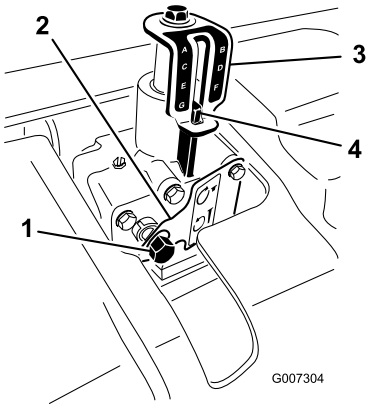

Figur 21
3. Sätt i en 9/16 tum hylsnyckel med spärrhake i djupjusterarens ingångsaxel (Figur 21).
5. Vrid djupjusteraren medurs så att luftningsdjupet minskas eller moturs så att det ökar. (Figur 21).
6. Vrid djupjusterarens ingångsaxel tills önskat djup uppnås enligt dekalen för djupindikatorn (Figur 21).
**Obs:** Sjutton (17) varv på djupjusteraren ingångsaxel motsvarar en djupändring på ca 6 mm.